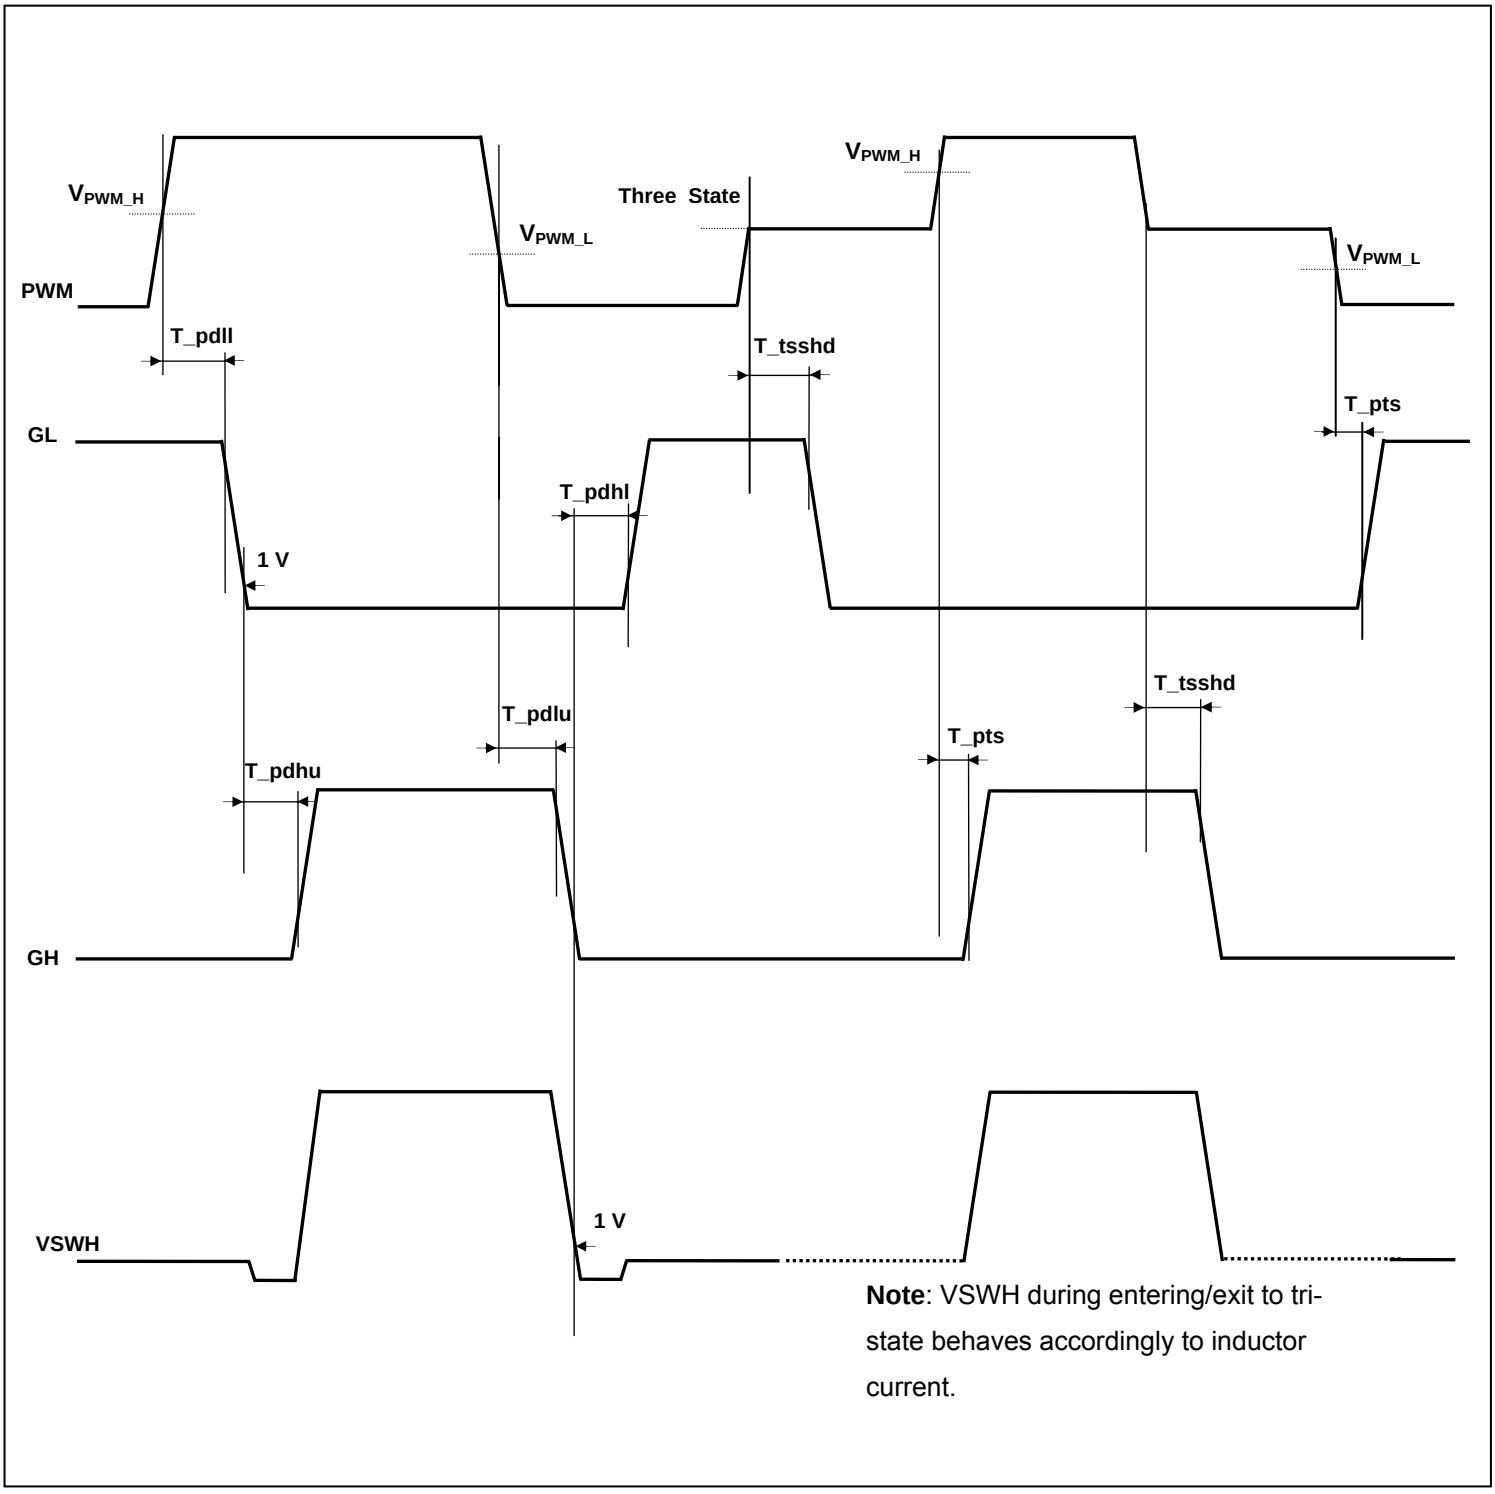

Figure 5: Adaptive Gate Driver Timing Diagram
The TDA21211 driver includes gate drive functionality to protect against shoot through. In order to protect the power stage from overlap, both HS and LS MOSFETs being on at the same time, the adaptive control circuitry monitors the voltage at the “VSWH” pin. When the PWM signal goes low, HS, the High-side MOSFET will begin to turn off, after the propagation delay (T_pdlu). Once the “VSWH” pin falls below 1V, LS, the Low-side MOSFET is gated on after the predefined delay time, (T_pdhl). Additionally, the gate to source voltage of the HS-MOSFET is also monitored. When VGS(HS) is discharged below 1V, a threshold known to turn HS off, a secondary delay is initiated, (T_pdhl), which results in LS being gated “ON” irregardless of the state of the “VSWH” pin.This way it will be ensured that the converter can sink current efficiently and the bootstrap capacitor will be refreshed appropriately during each switching cycle. See Figure 5 for more detail.